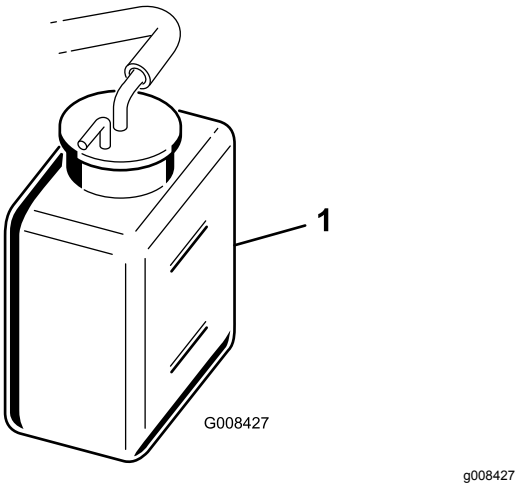

Figur 26
2. Kontroller kjølevæskenivået (Figur 26).